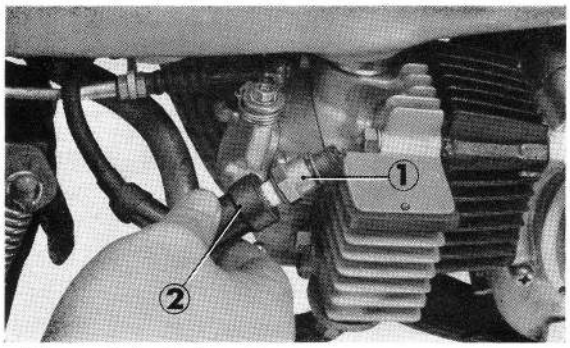

Figure 3-4 : ① bougie
1. Vérifier d'abord que la haute tension arrive bien à la bougie. Mettre la bougie à la masse sur le moteur comme le montre la figure 3-4 et exécuter les opérations de démarrage. Si une étincelle d'un blanc bleuté jaillit entre les électrodes, la bougie, la bobine d'allumage, et le volant magnétique sont en bon état.